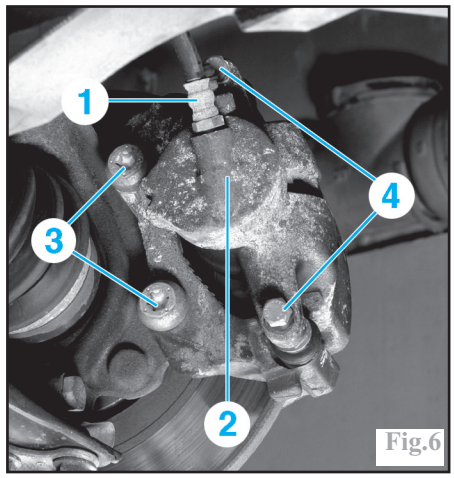

Fig.6
Desserrer le flexible de frein (1) sur l'étrier (2) (Fig.6).
Poser des vis de colonnette (4) enduites de frein filet puis les serrer au couple prescrit (Fig.6).